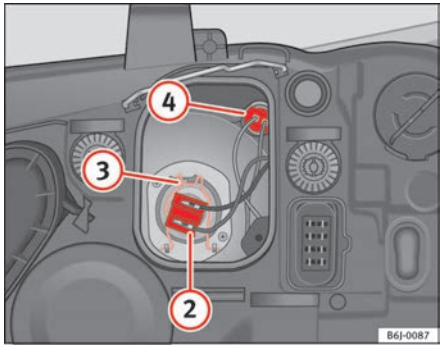

Fig. 134 Side lights
– Remove the connector ⇒ fig. 134 (2) from the bulb.
– Unclip the retainer spring ⇒ fig. 134 (3), pressing inwards to the right.